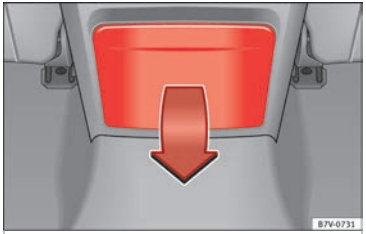

Fig. 115 Centre console, rear section: folding out the drink holder
- To *open*, move the drink holder downwards in the direction of the arrow ››› **Fig. 115**.